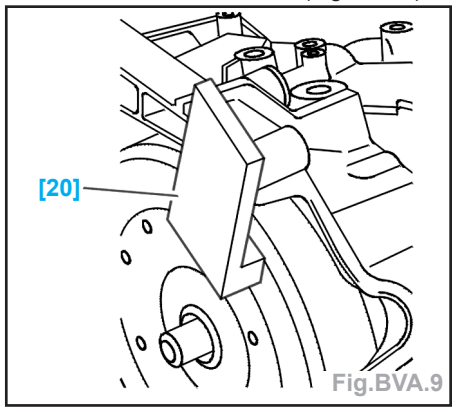

Fig.BVA.9
- Mettre en place la pige de maintien [20] du convertisseur à l'aide d'une vis de fixation de la boîte sur moteur (Fig.BVA.9).